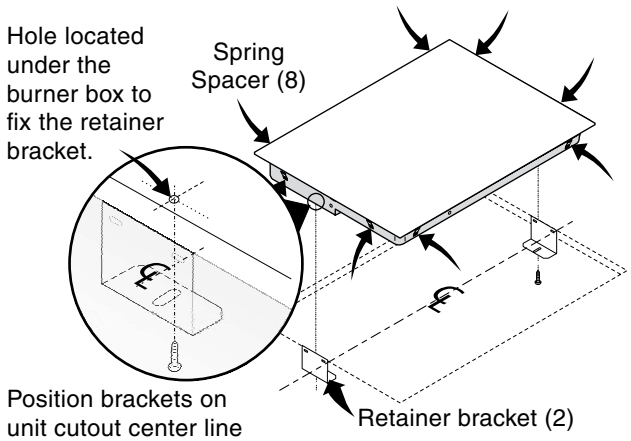

Figure 9
WARNING Do not remove the spring spacers on the edges of the cooktop. These spacers center the cooktop in the space provided. The cooktop must be centered to prevent excess heat buildup that may result in heat damage or fire (see Figure 9).
4. Fix the cooktop to the bracket using the screws supplied (see Figure 9).